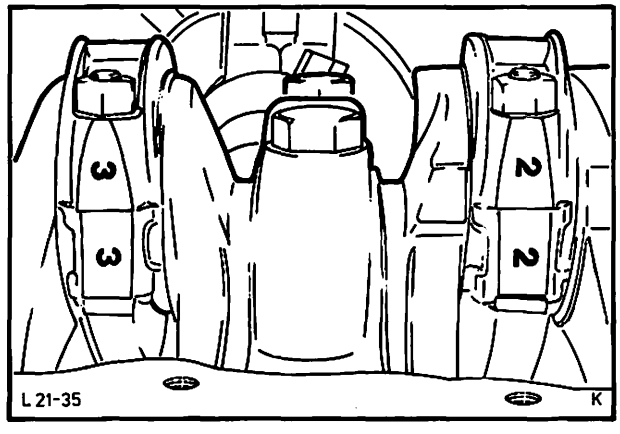

Abb. 44 Kennzeichnung Pleuellager
24. Kennzeichnung aller Pleuel- und Hauptlagerdeckel für den späteren Wiedereinbau überprüfen, Abb. 44.